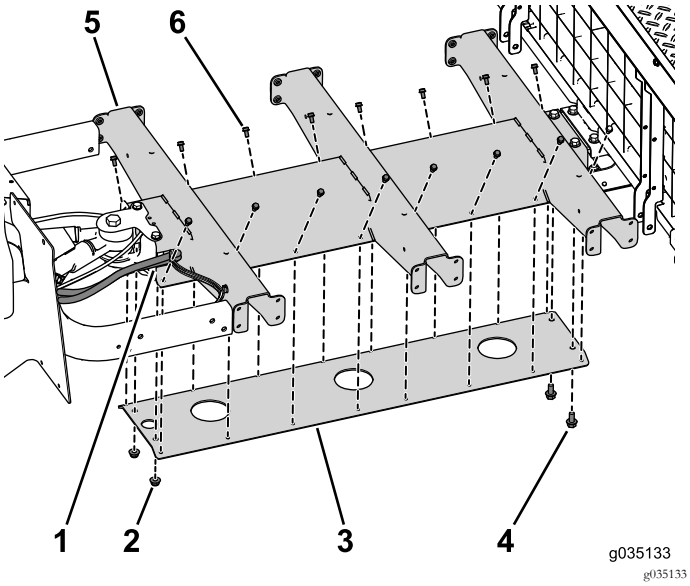

Figuur 78
2. Monteer losjes de 2 bouten (3/8 x 3/4 inch), 16 bouten (1/4 x 1/2 inch) en 2 flensmoeren (3/8 inch) om de onderste plaat op het centrale kanaal te bevestigen (Figuur 78).